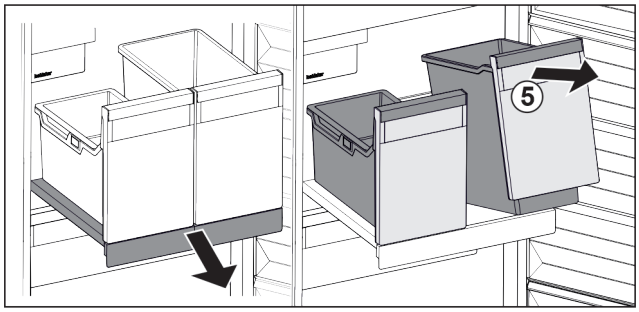

*Fig. 118*
- ▶ Nádobu *Fig. 118 (5)* vpředu nadzvedněte.